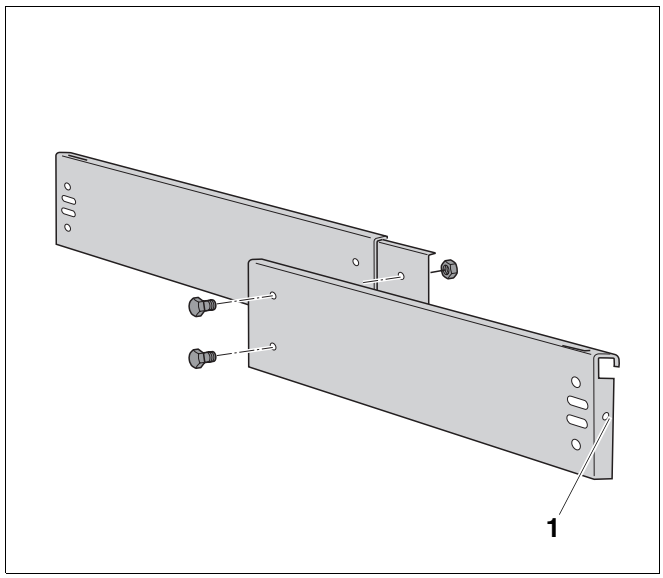

Fig. 16 Montaggio della traversa laterale in 2 pezzi
Il foro posto sulla piegatura anteriore della traversa laterale (fig. 16, **pos. 1**) non viene utilizzato, serve dietro per avvitare la parete posteriore e laterale.